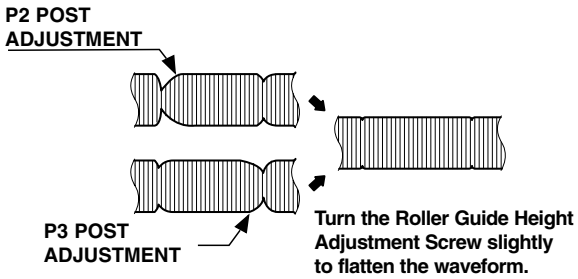

Fig. C-4-2
3) Height Adjustment Screw : Flatten the RF Waveform. (Fig. C-4-2)